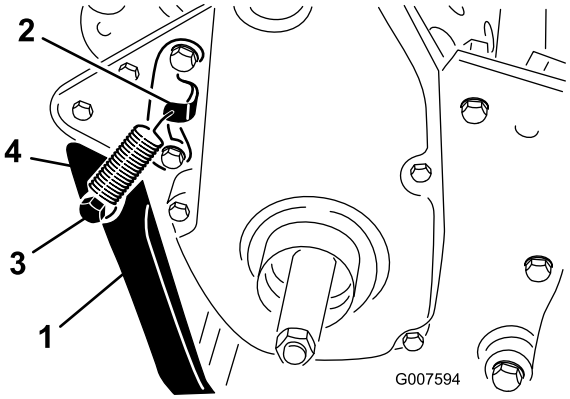

**Figur 6**
2. Sæt fjederen i hullet i fjederbeslaget og på fjedertappen, mens støttebenet justeres ind efter monteringshullerne i bagstellet (Figur 6).
3. Monter støttebenet på hver side af stellet med en bolt, låseskive, afstandsstykke, flad spændeskive og låsemøtrik (Figur 6). Placer afstandsstykket i støttebenets monteringshul.